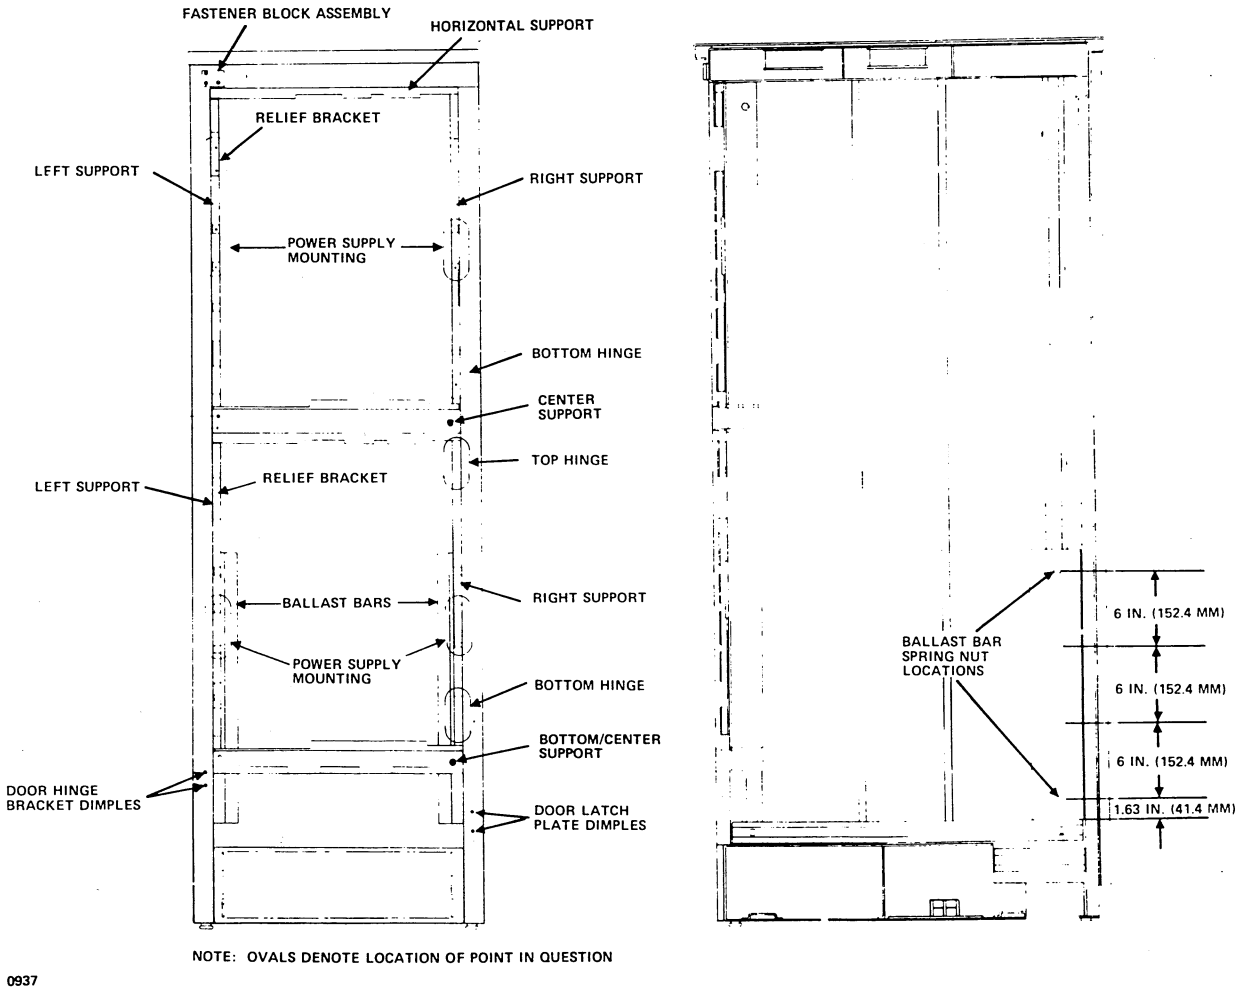

Figure 9-10. Signal Unit Cabinet Preparation
1. Unpack the cabinet, cabinet door assembly, and installation kit. Check the contents of the kit against the enclosed parts list (figure 9-10).
1. Select the bottom cabinet mount hinge (figure 9-13) and attaching hardware (two 1/4-20 screws, lock washers, and flat washers) from the transport hardware and two shims (part number 96792400) from the installation kit. Place the shims under the hinge and attach them to the cabinet frame at the location (bottom hinge) indicated in figure 9-10 or 9-11.
7. Select the relief bracket (figure 9-13) and attaching hardware (two 1/4-20 screws, lock washers, and flat washers) from transport hardware. Attach them at the location indicated in figure 9-10 or 9-11.